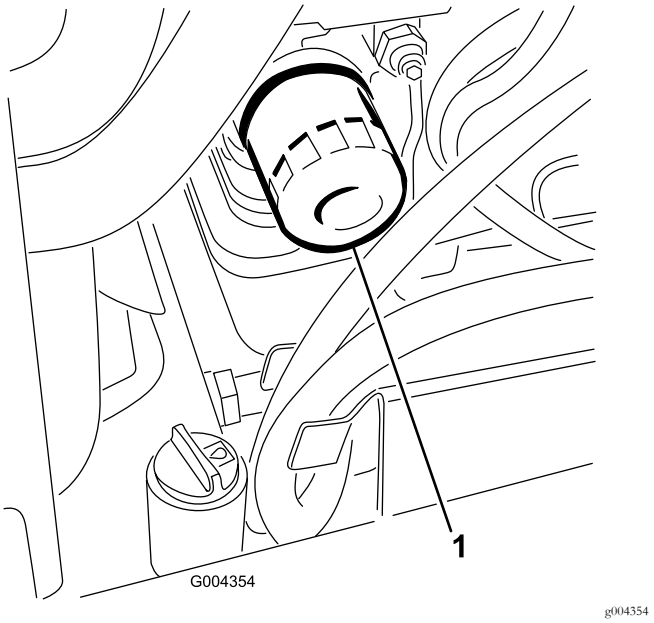

Figuur 39
3. Verwijder het oude filter (Figuur 39) en veeg het oppervlak van de pakking van het filtertussenstuk schoon.